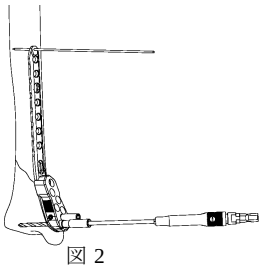

図 2
2) 遠位部にガイドブロックを取り付け，3.2 ドリルスリーブを装着し，イメージインテンシファイヤー（X 線透視）で確認しながら，3.2 ドリルにてドリリングします．（図 2）